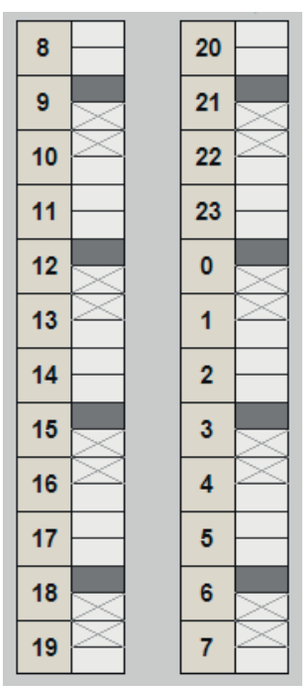

Figure 10 Stimulation Session Times
2. Click on the desired stimulation time boxes for the patient. The boxes fill, followed by an "X" in boxes below indicating that therapy is not possible at those times (Figure 10). A box can be removed by a click on the dark box of the stimulation session.